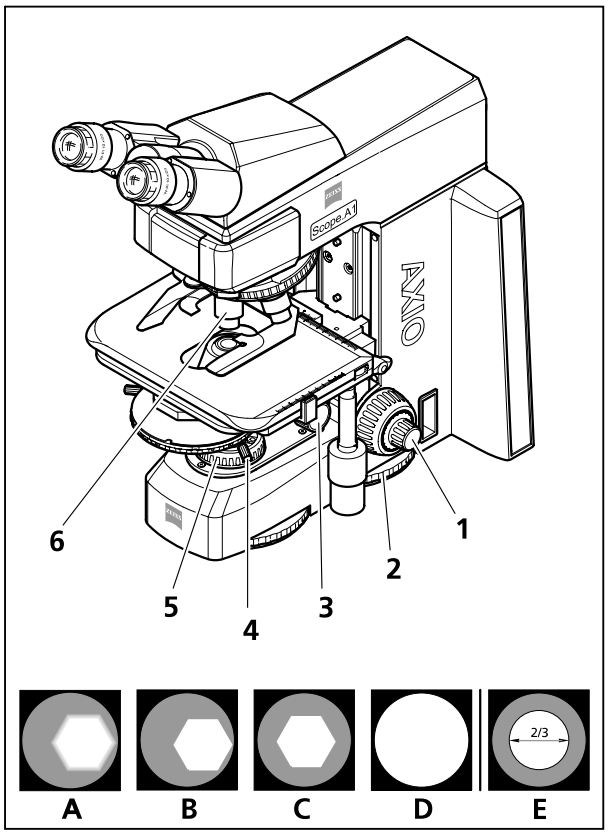
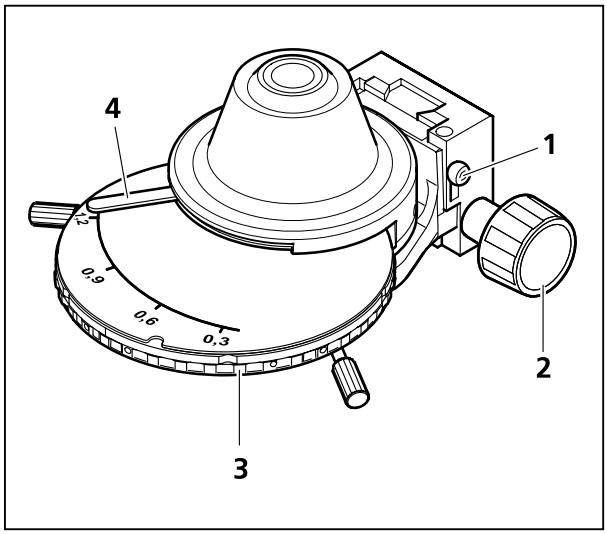

Bild 4-1 Mikroskopeinstellungen im Durchlicht-Hellfeld
Bild 4-2 Höhenanschlag am Kondensorträger einstellen
(3) Durchlicht-Hellfeld nach KÖHLER einstellen
- Bildhelligkeit mit Regler für Lichtintensität (Bild 4-1/**2**) am Mikroskopstativ einstellen.
- Frontlinse am Kondensor (sofern diese verwendet wird) einschwenken (bei Objektiven ≥ 10x) und Kondensor mit Triebknopf für Höhenverstellung (Bild 4-1/**3** bzw. Bild 4-2/**2**) bis an den oberen Anschlag stellen. Der Anschlag muss so eingestellt sein, dass das Präparat nicht durch den Kondensor ausgehoben wird (Einstellen des Kondensoranschlages, s. a. Abschnitt 4.1.1 (4)).
- Bei Kondensoren mit Revolver- / Modulatorscheibe mit Rändelring (Bild 4-2/**3**) Position **H** (Hellfeld) einstellen.
- Objektiv 10x am Objektivrevolver (Bild 4-1/**6**) einschwenken und mit Triebknopf (Bild 4-1/**1**) auf das Präparat fokussieren.
- Leuchtfeldblende (Bild 4-1/**5**) soweit schließen, dass diese im Sehfeld (auch unscharf) sichtbar wird (Bild 4-1/**A**).
- Kondensor mit dem Triebknopf für Höhenverstellung absenken, bis der Leuchtfeldblendenrand hinreichend scharf erscheint (Bild 4-1/**B**).
- Leuchtfeldblendenbild mit beiden Zentrierschrauben (Bild 4-1/**4**) am Kondensorträger zentrieren (Bild 4-1/**C**) und anschließend die Leuchtfeldblende so weit öffnen, dass der Blendenrand gerade aus dem Sehfeld verschwindet (Bild 4-1/**D**).
- Zur Aperturblendeneinstellung (Kontrast) ein Okular aus dem Tubusstutzen herausnehmen und mit bloßem Auge in den Stutzen hineinschauen. Aperturblende mit dem Stellhebel (Bild 4-2/**4**) auf ca. 2/3 ... 4/5 des Durchmessers der Objektivaustrittspupillen einstellen (Bild 4-1/**E**). Diese Aperturblendeneinstellung bietet in den meisten Anwendungsfällen den besten Kontrast bei fast voller Auflösung und damit für das menschliche Auge den günstigsten Kompromiss.
(4) Höhenanschlag am Kondensorträger einstellen
- Feststellschraube (Bild 4-2/**1**) des Höhenanschlags mit Kugelkopf-Schraubendreher SW 3 lösen.
- Leuchtfeldblende zuziehen und durch Höhenverstellung (Bild 4-2/**2**) des Kondensors scharf abbilden.
- Feststellschraube (Bild 4-2/**1**) des Höhenanschlags anziehen.